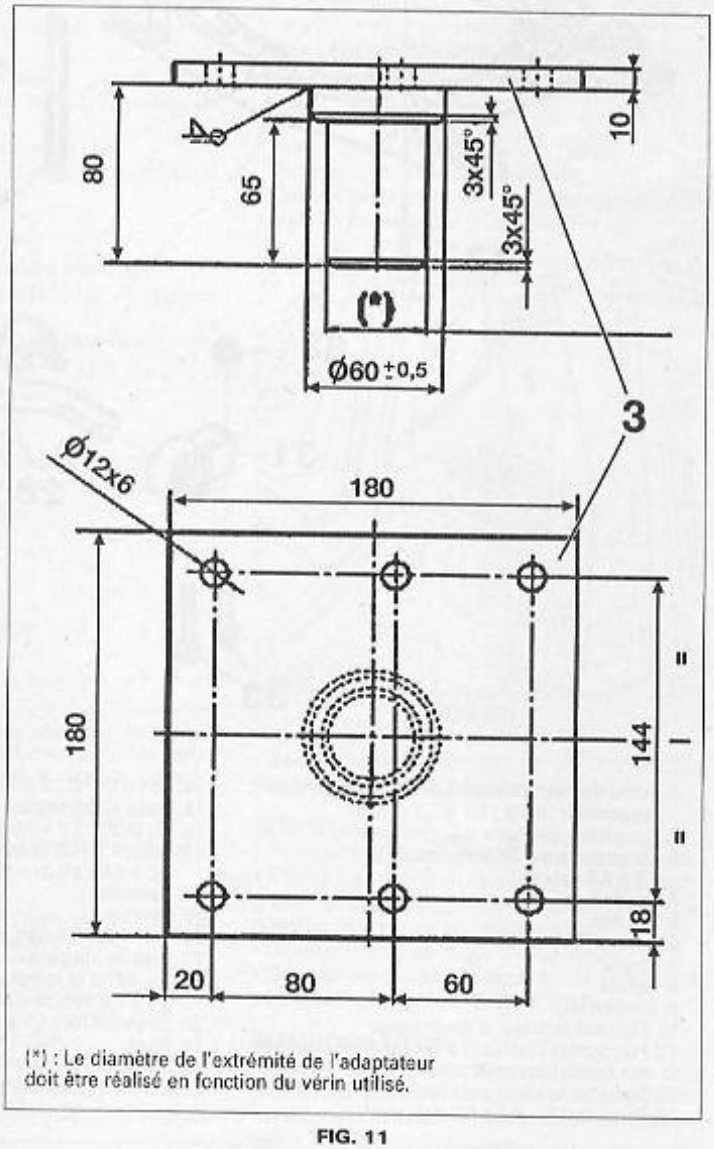

FIG. 11
- Fabrication de centreurs pour le remontage du berceau **(Fig.11)**.
• Réaliser un montage rigide **(Fig.11)**.